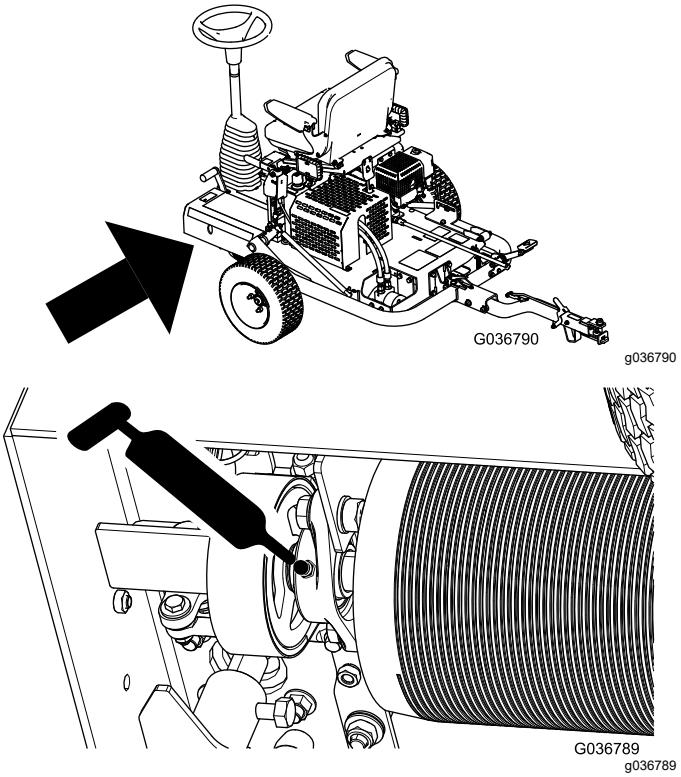

Figur 26
3. Pump fedt ind i smøreniplen som vist i Figur 26.